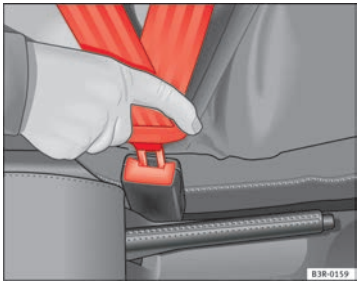

Fig. 11 Belt buckle and latch plate of seat belt
– Insert the latch into the buckle for the appropriate seat and push it down until it is securely locked with a click ⇒ Fig. 11.